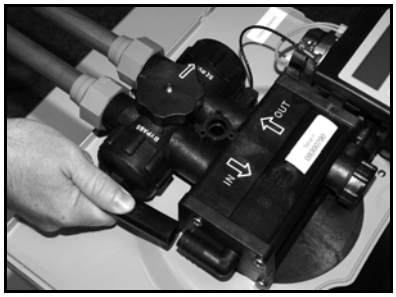

Figure 5: Connexion de la conduite de vidange
A. Connectez la conduite de vidange sur l'embout de vidange (reportez-vous à la Figure 5) avec une tuyauterie de 1/2 po de diamètre interne (fournie). Cette dimension ne peut pas être réduite.